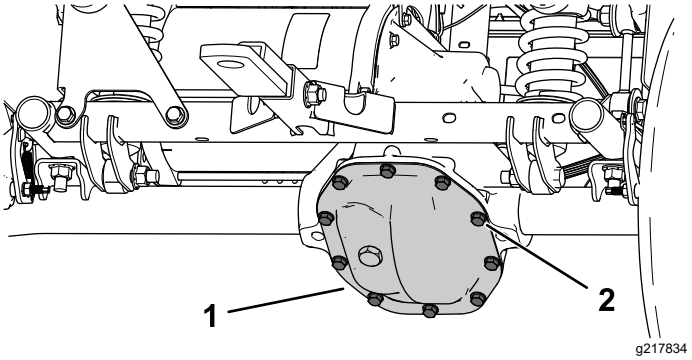

Figuur 51
1. Plaats een opvangbak onder het deksel van de transaxle (Figuur 51).
2. Verwijder de bouten uit het deksel van de transaxle en laat alle vloeistof weglopen (Figuur 51).